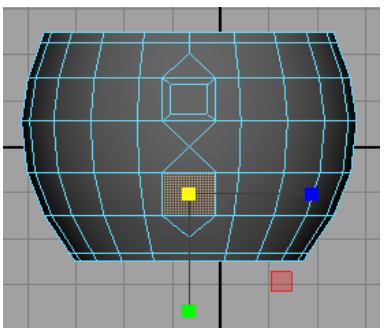
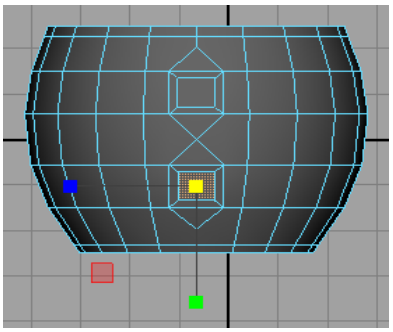

Figure 2-69 *A face of the mug selected*
Figure 2-70 *A face of the mug scaled down*
5. Select the face of *mug*, as shown in Figure 2-69. Repeat the procedure as done in Step 4 to scale down the face, refer to Figure 2-70.